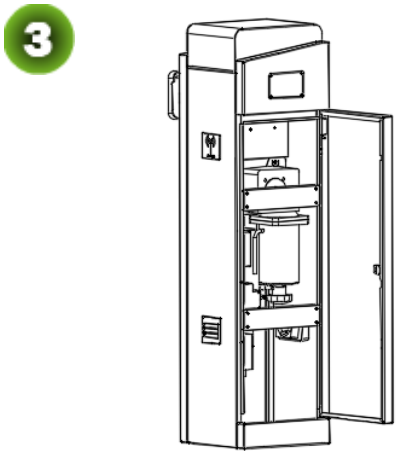

Figure 2-3C
3) Open the access door and install the parking barrier, as shown in Figure 2-3C.